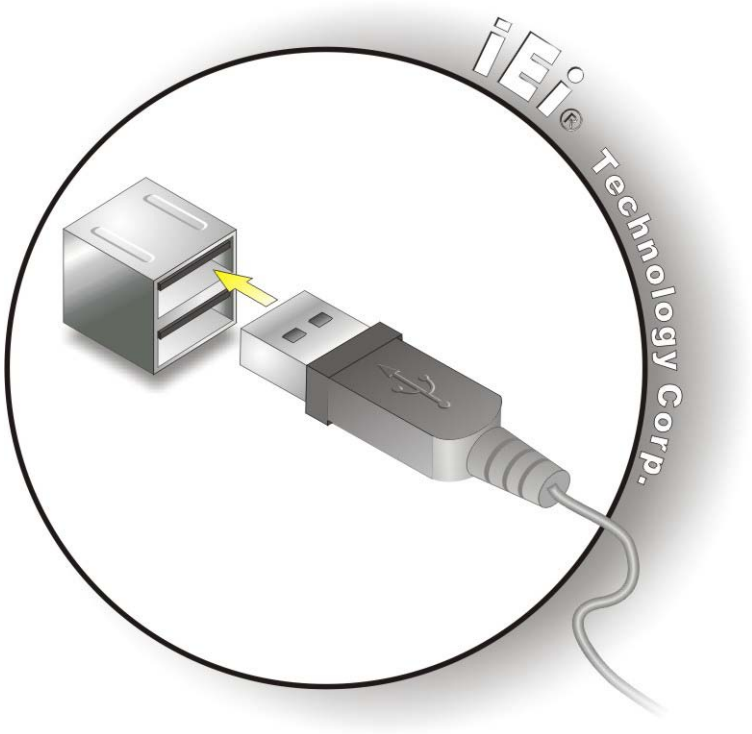

Figure 4-14: USB Connector
Step 2: **Insert a USB Series "A" plug**. Insert the USB Series "A" plug of a device into the USB Series "A" receptacle on the external peripheral interface. See **Figure 4-14.**